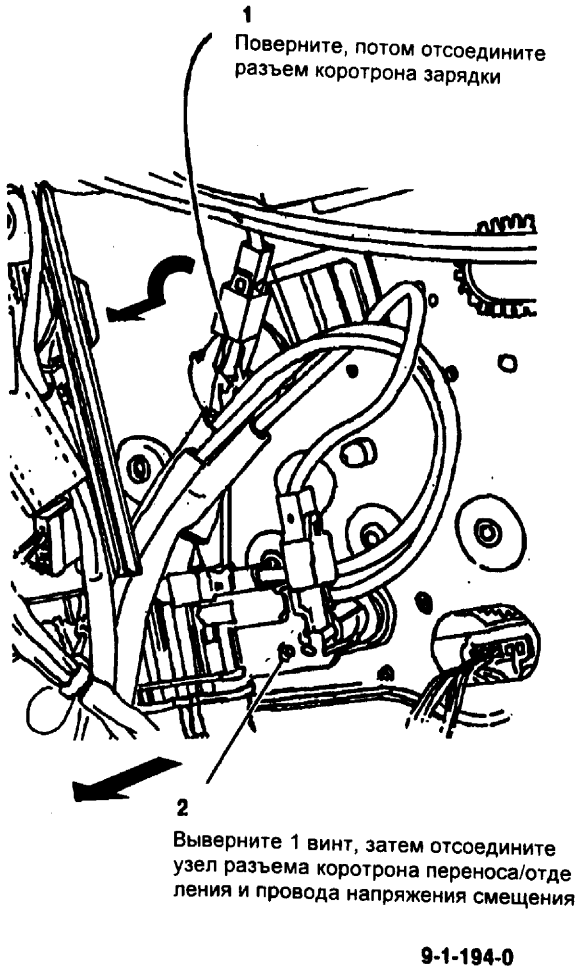

Рис. 2 Отсоедините разъемы коротрона и подвода напряжения смещения
7. (Рис. 2) Отсоедините разъемы коротрона зарядки и коротрона переноса/отделения (T/D, transfer/detack).
4. (Обратитесь к Рис. 2) Установите разъемы коротронов.